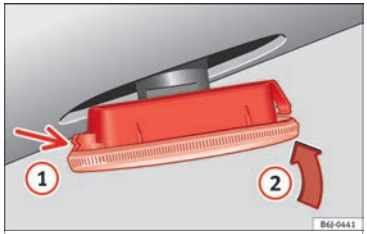

Fig. 108 Turn signals.
– First fit the turn signal in the opening in the chassis, fastening the tabs (1) ››› **Fig. 108**, and then fit in the bulb as shown by the arrow (2) ››› **Fig. 108**.